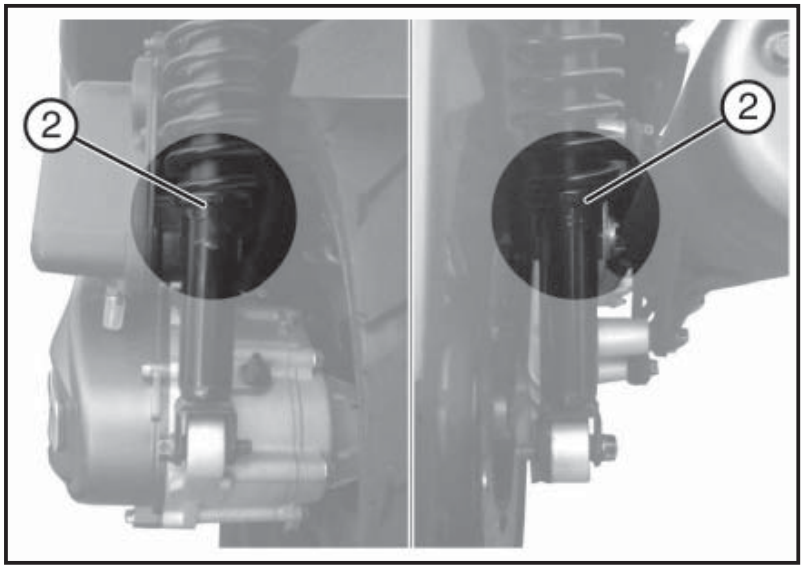

Fig. 02 QSI0037
4.26 AJUSTE AMORTIGUADORES (Fig. 02)